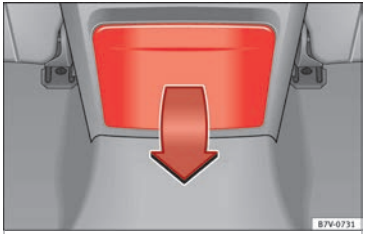

Fig. 189 Centre console, rear section: folding out the drink holder
- To *open*, move the drink holder downwards in the direction of the arrow ››› **Fig. 189**.